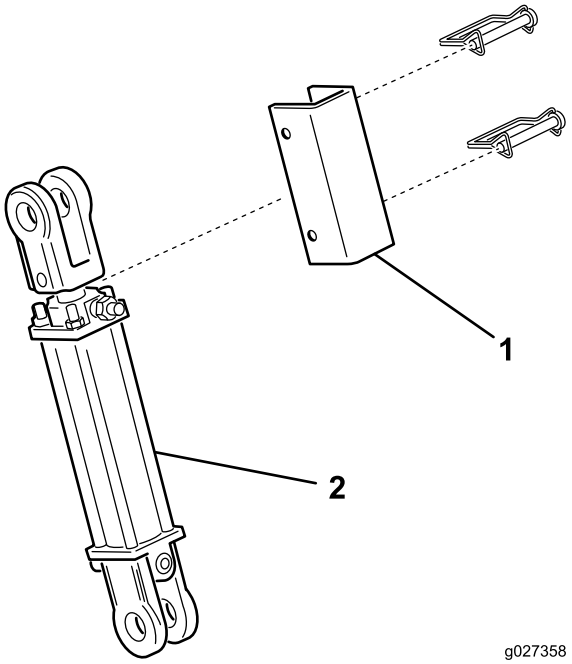

Figur 9
- Sikre at klippeenheten er hevet, og at styrehjulene ikke kan komme i kontakt med bakken under transport. Påse også at sylinderens låsestangen (Figur 9) er på plass for å forhindre at løftesylinderen komprimeres under transport.